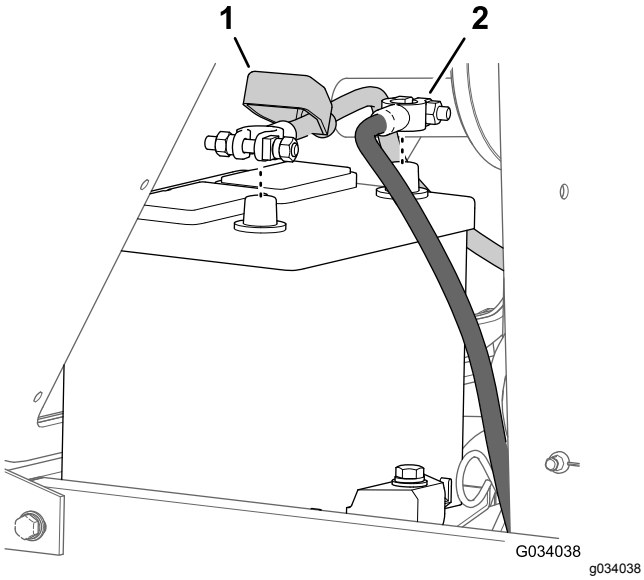

Figur 54
2. Koppla loss minuskabeln (-) från batteripolen (Figur 54).
3. Skjut bort isoleringskåpan från batterikabelns klämma (Figur 54).
4. Lossa pluskabeln (+) från batteripolen (Figur 54).
7. Anslut kablarna. Pluskabeln (+) ska anslutas till batteriets pluspol (Figur 54).
8. Anslut minuskabeln (-) till batteriets minuspol (Figur 54).